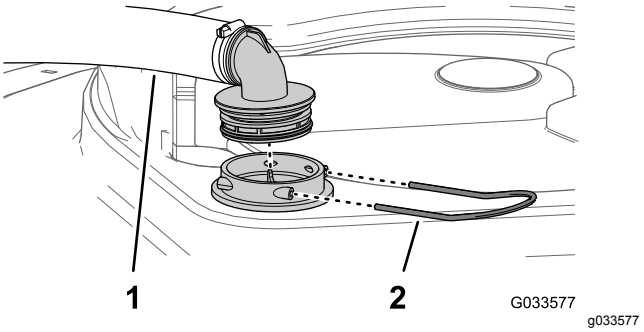

Figur 104
2. Ta bort hållaren som fäster slangnippeln på den stora slangen och filterkåpan på tankens ovansida (Figur 104).
3. Ta bort slangen och slangnippeln från filterkåpan (Figur 104).